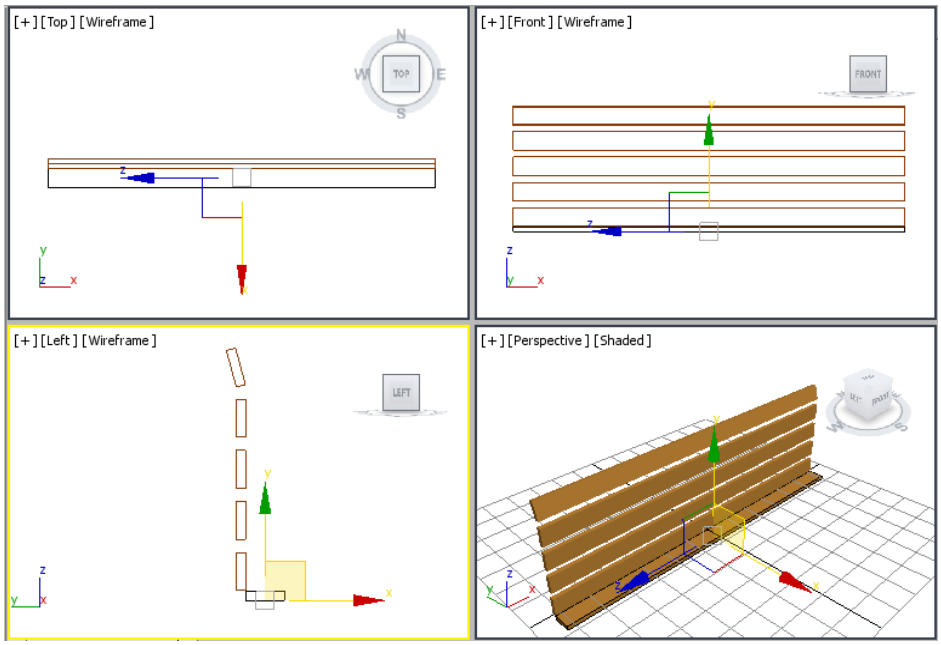

Figure 2-70 *Alignment of horizontal seat support001 in viewports*
6. Choose the **Select and Move** tool from the **Main Toolbar** and align *horizontal seat support001* with *horizontal back support* in viewports, refer to Figure 2-70.